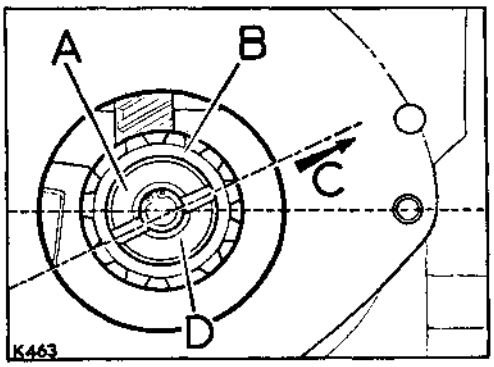

**Fig. A1-63. Fitting drive coupling**
8. Offer up the distributor to the engine with the rotor arm in the No. 1 cylinder firing position. With the vacuum unit facing rearward, the narrow segment of the distributor shaft should be toward the RH side of the vehicle and the dog pointing toward No. 1 cylinder. The drive shaft will then engage correctly with the drive shaft coupling at engine. See Fig. A1-63.